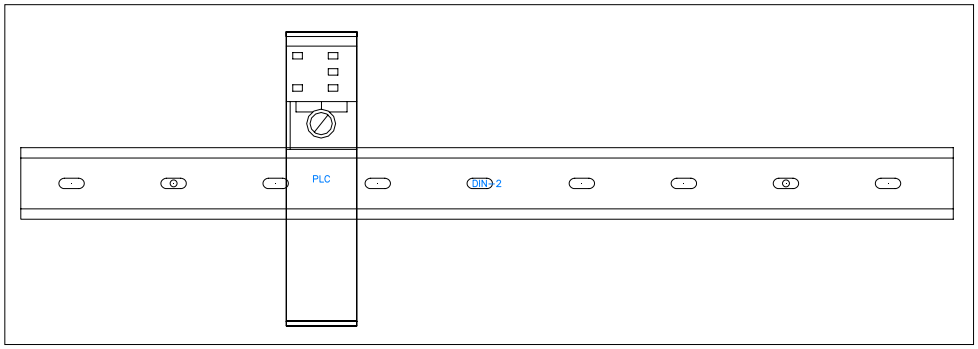

Figure P2-8 *PLC inserted in the drawing*
10. Choose the **OK** button; the PLC is inserted in the drawing, as shown in Figure P2-8.